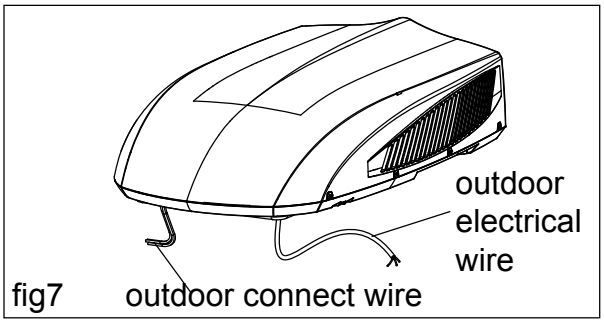

fig7
1. As shown in fig.7, the outdoor unit has two sets of outgoing wires, which are power cord (high current) and the control signal wires respectively. The former one should be directly connected to the power supply terminal while the latter one should be connected to the control signal wire of the indoor unit.